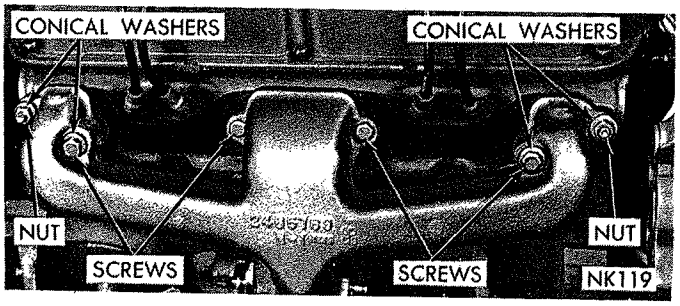

*Fig. 13—Installing Exhaust Manifold (273 Cu. In. Engine)*
stall conical washers and nuts on studs (Fig. 13).
(2) Install two screws and conical washers at inner ends of outboard arms of manifold. Install two screws **without** washers on center arm of manifold (Fig. 13). Tighten screws and nuts, starting at center arm and working outward, to 15 foot-pounds.
(3) Assemble exhaust pipe to manifold, and secure with bolts, nuts and washers. Tighten nuts to 35 foot-pounds. **On the left hand manifold,** attach the two braces to the manifold with bolt, nut and washer. Tighten nut to 30 foot-pounds.